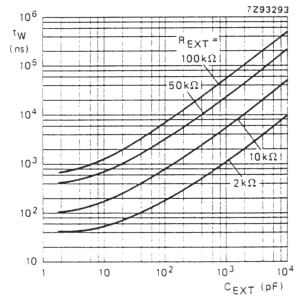

Fig. 9 Typical output pulse width as a function of the external capacitor values at V_{CC} = 5.0 V and T_{amb} = 25 °C.
1. For other R_{EXT} and C_{EXT} combinations see Fig. 9.